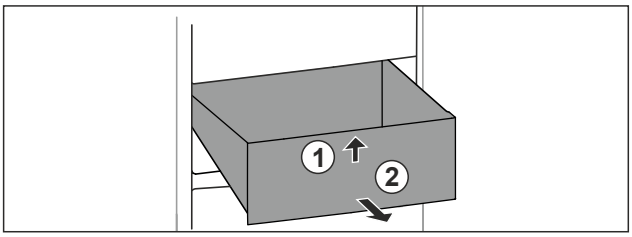

Fig. 100
▶ Ridicați sertarul în față. *Fig. 100 (1)*
▶ Extrageți sertarul spre înainte. *Fig. 100 (2)*